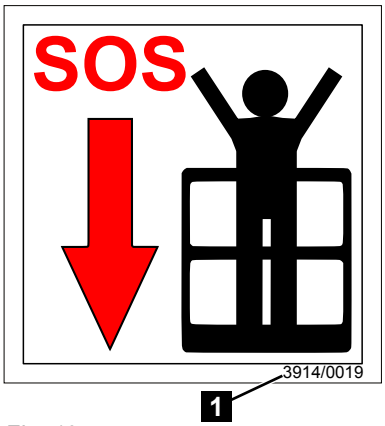

Fig. 19
Each sticker has an item number. This article number may be found in various positions on the sticker. In the example (item 1) 3914/0019 (Fig.19/1).